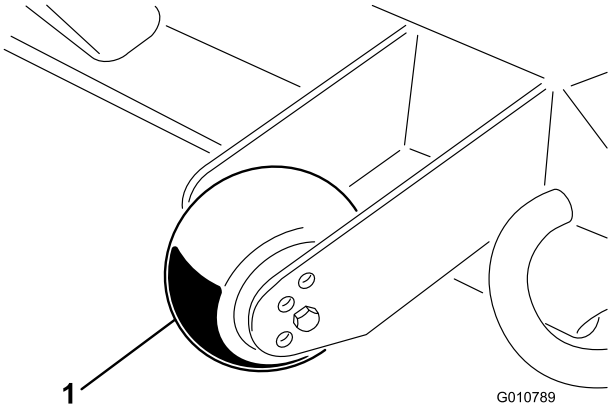

**Figure 11**
1. Enlevez la vis et l'écrou qui fixent la roue de jauge aux supports du plateau de coupe (Figure 11).